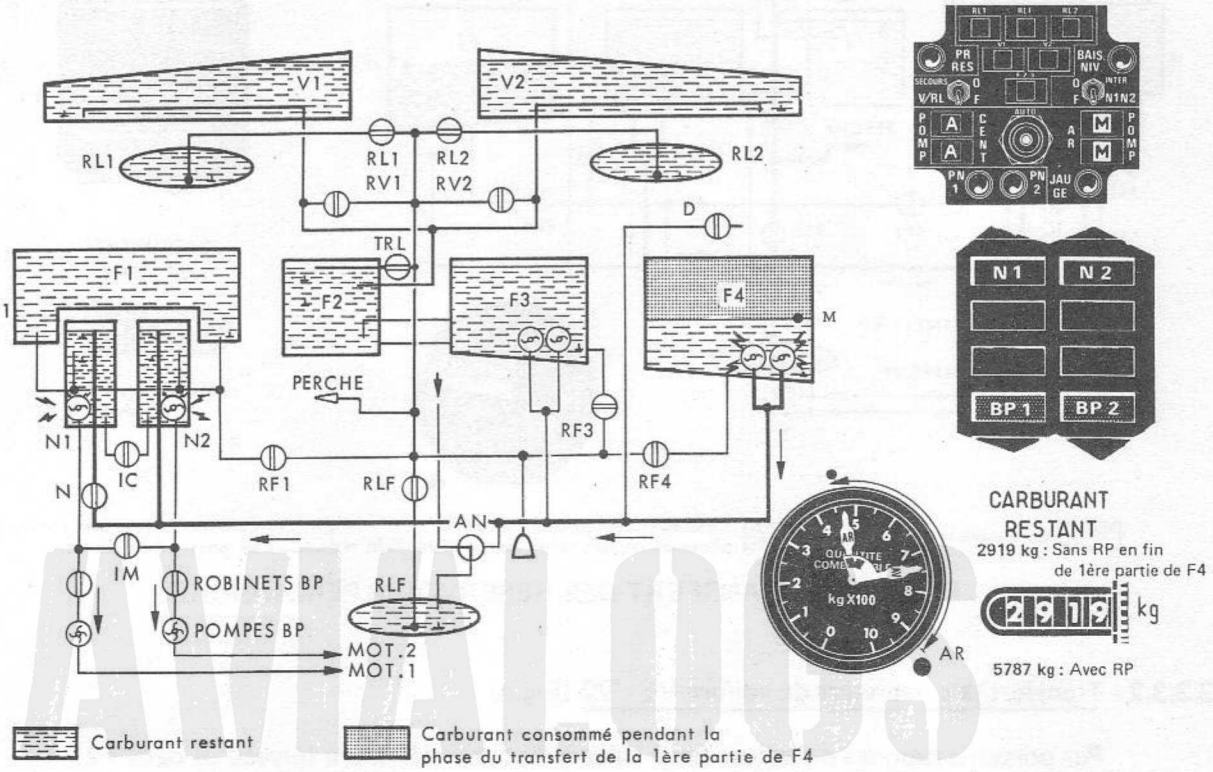

FIGURE 6 - TRANSFERT DE LA PREMIERE PARTIE DE F4
L'aiguille «AV» est munie d'un secteur qui matérialise l'écart normal qui doit se maintenir entre l'aiguille «AV» et l'aiguille «AR» sauf au début de la première partie de F4 jusqu'au niveau M et à la fin du vol quand F4 est vide (dernière partie de F1 ; (voir figures 6 et 11).
3.3.2 - Transfert de la première partie de F4 (Fig.6)